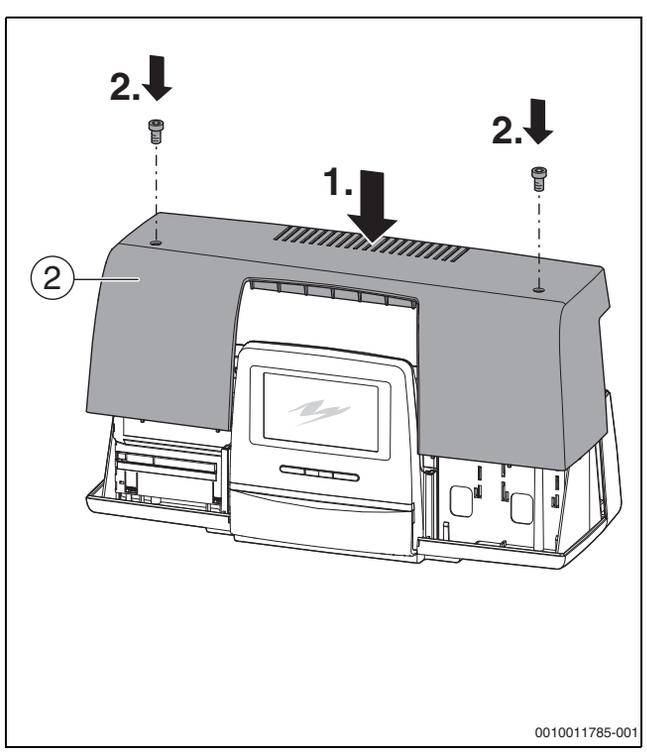

Bild 40 Abdeckhaube am Regelgerät montieren
▶ Abdeckhaube [2] am Regelgerät montieren (→ Bild 40, Seite 34).
▶ Abdeckhaube [2] mit den Schrauben des Regelgeräts sichern (→ Bild 40, Seite 34).